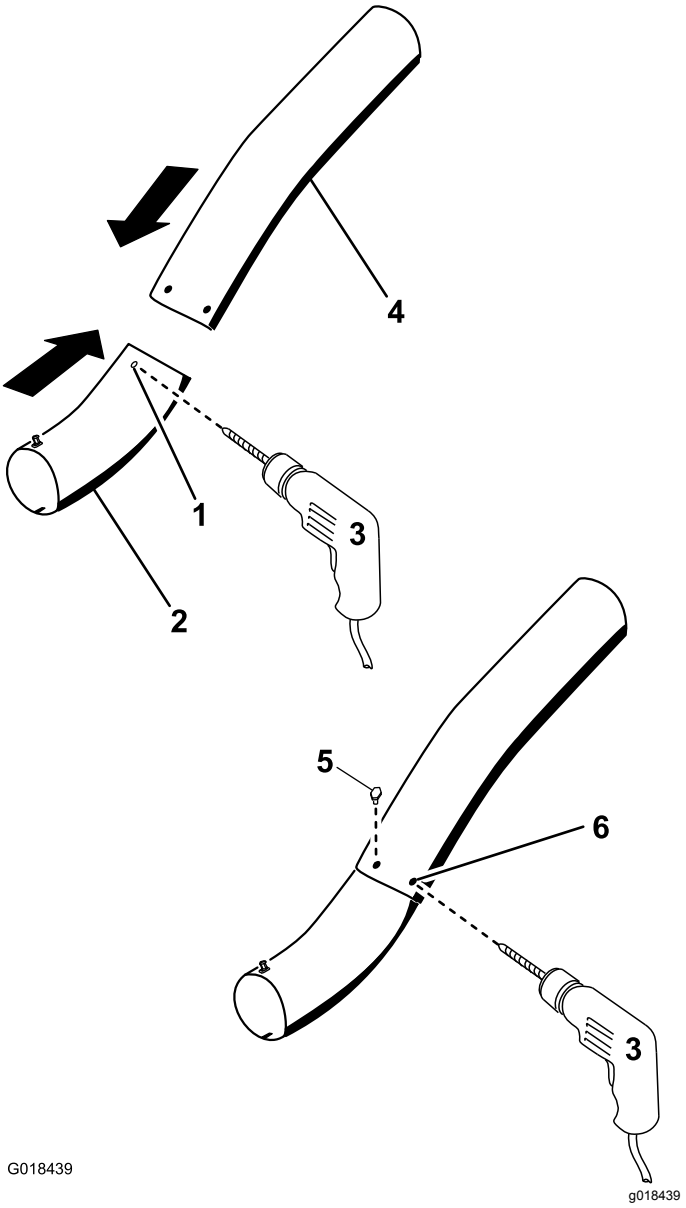

Figuur 31
13. Gebruik de aanwezige gaten in de bovenste buis als sjabloon om 2 gaten met een diameter van 6,5 mm te boren door de kuiltjes in de onderste buis (Figuur 31).
16. Monteer de ringen (¼") op de bouten (Figuur 31).
17. Monteer de schroeven (¼" x ¾") en de ringen (¼") met een inbussleutel vanaf de binnenkant van de onderste buis en door de bestaande openingen in de bovenste buis (Figuur 31).
18. Bevestig de buizen aan elkaar met de moeren (¼") zoals wordt getoond in Figuur 31.